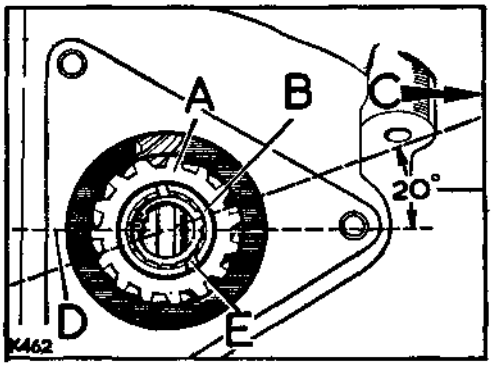

**Fig. A1-62. Fitting vertical drive gear**
3. Insert the vertical drive shaft assembly so that when fully engaged, the master spline is pointing toward No. 1 cylinder. See Fig. A1-62.